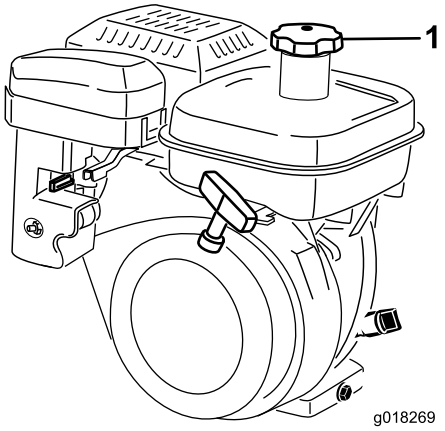

**Figura 20**
1. Limpe a zona em redor da tampa do depósito de combustível e retire a tampa do depósito (Figura 20). Ao usar gasolina sem chumbo, encha o depósito de combustível apenas até ao fundo do painel do filtro. Não encha demasiado.